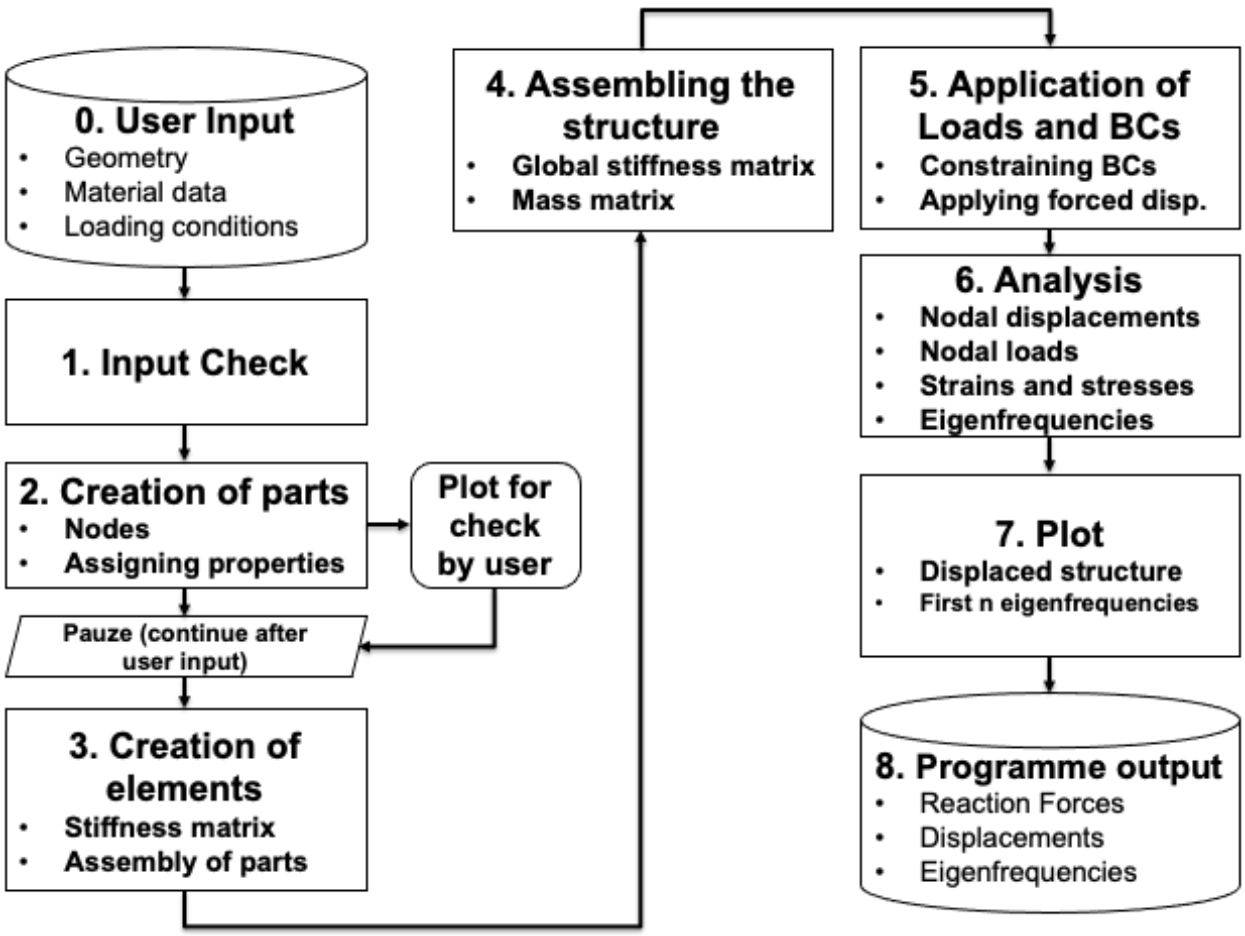

Figure 7: Flow diagram MechRes2D
The numbering used in the flow-diagram of MechRes2D (fig. 7) is identical to the numbering used in the comments of MechRes2D, see appendix A. Please use this numbering the navigate through MechRes2D more easily.
1. Complete block 6 of the code, such that it calculates stresses and strains, equations 17 and 18. Additionally, complete the saving of the output and the plots in block 8 (fig. 7) of the code.
2. Perform unit tests and subsystem tests on all parts of MechRes2D specified in the flow diagram (fig. 7).